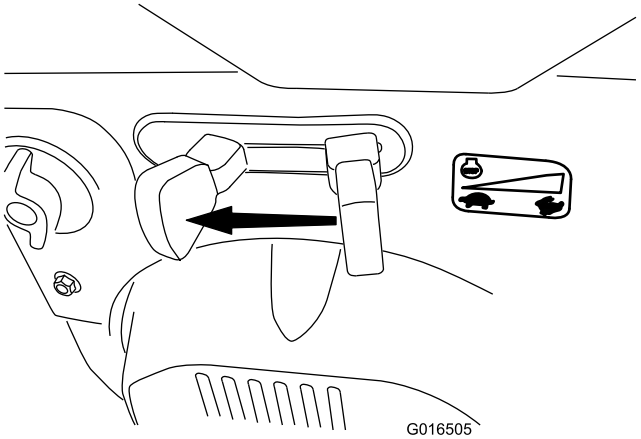

Bild 31
1. Stellen Sie die Gasbedienung auf die Langsam-Stellung und dann auf die Stopp-Stellung (Bild 31), um den Motor abzustellen. Sie können auch den Zündschlüssel nach außen in die mittlere Stellung ziehen, um den Motor abzuschalten.